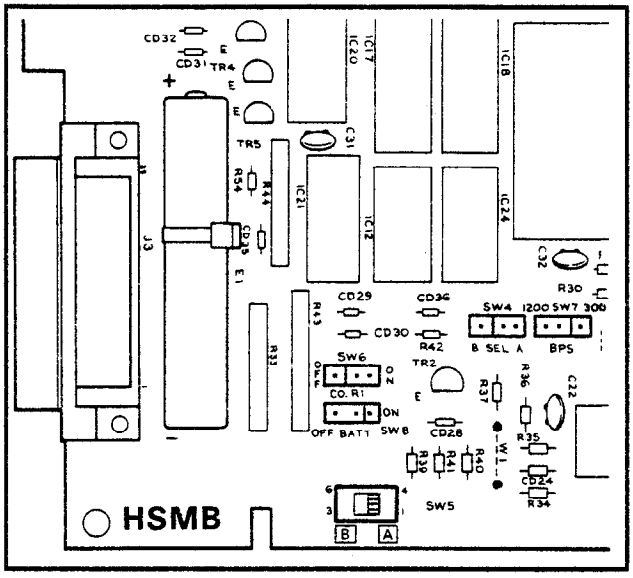

FIGURE 9
05.13 Remove the HSMB cover and locate the **SW8** battery strap (Figure 9) on the HSMB and connect the mem-